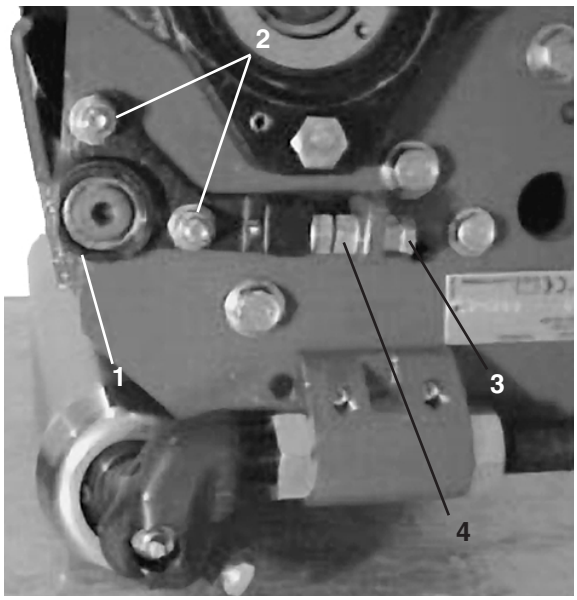

Afbeelding 5
5. Draai de borgmoeren van het draaipunt los zodat het draaipunt kan draaien (Afb. 5).
6. Indien het papier aan de linker zijde niet werd doorgesneden: draai de onderste stelmoer van het draaipunt los, verdraai vervolgens de bovenste stelmoer met de wijzers van de klok mee om het draaipunt omhoog te halen. OF, indien het papier aan de rechter zijde niet werd doorgesneden: draai de bovenste stelmoer van het draaipunt los, draai vervolgens de onderste stelmoer tegen de wijzers van de klok in om het draaipunt omlaag te brengen (Afb. 5).